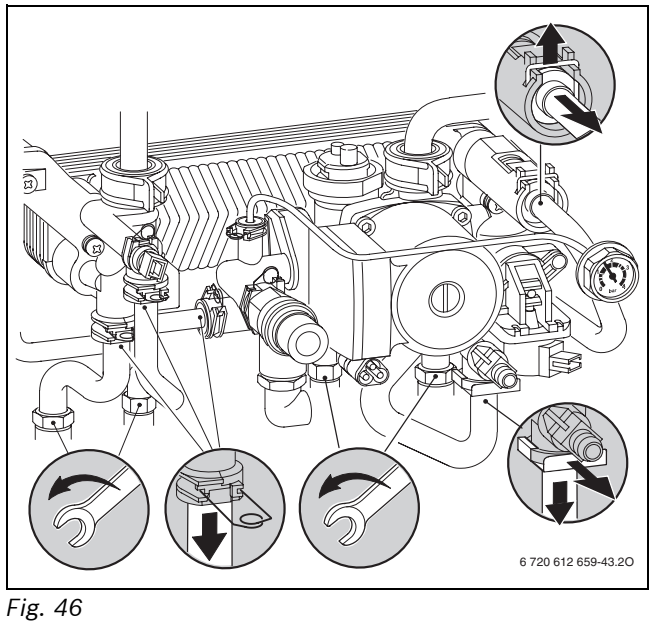

*Fig. 46*
- Svitare/estrarre tutti i raccordi dedicati (→ fig. 46).